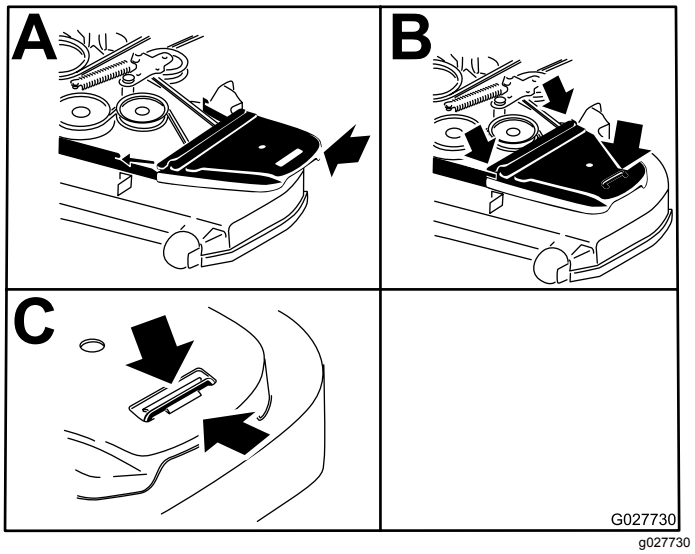

Figuur 88
14. Plaats de aandrijfriemkappen terug (Figuur 88).